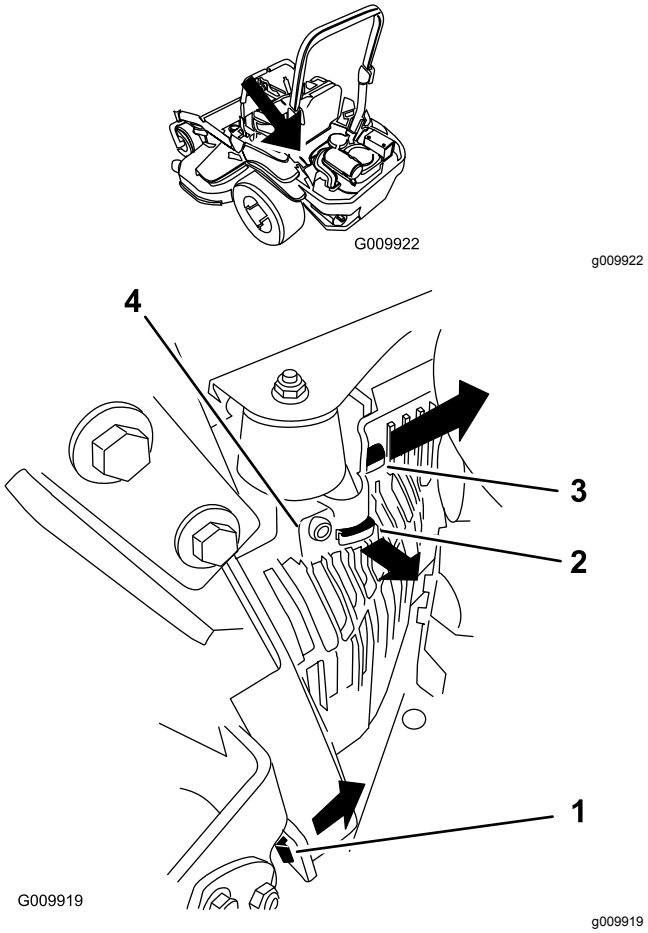

Figur 58
3. Ta bort hydraulenhetens hölje på vänster sida i den ordning som anges i Figur 58.
5. Montera hydraulenhetens hölje på vänster sida (Figur 58).